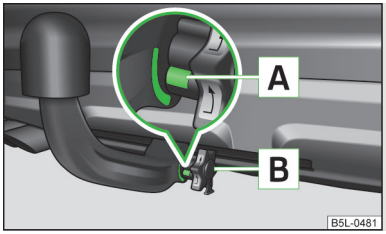

Fig. 130
- ✓ The green marking A » Fig. 130 on the handwheel is located in the green box on the tow bar.